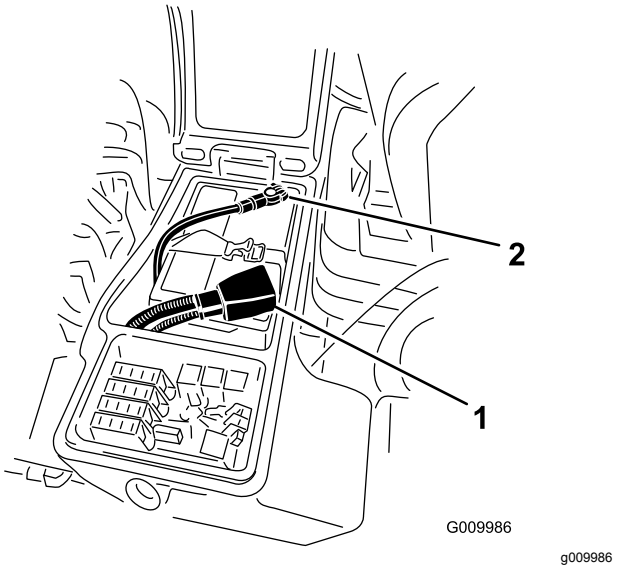

**Figuur 61**
4. Bevestig de pluskabel (rood) aan de klem van pluspool (+) van de accu en de minkabel (zwart) aan de klem van minpool (-) van de accu (Figuur 61).